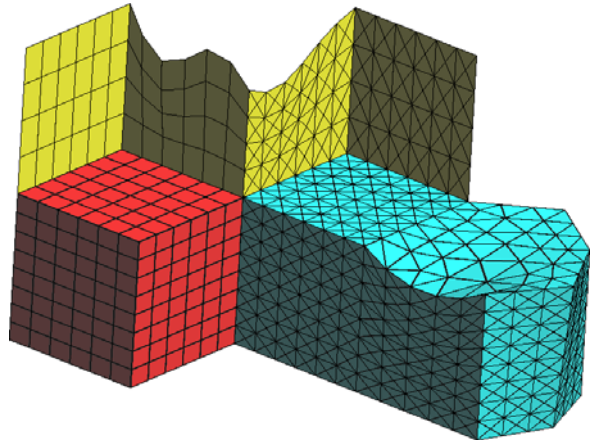

Figure 11. Semi-structured volume mesh of tetrahedra.
7. Another window appears in which to enter the maximum element size. Leave the default value unaltered and click **OK**. The result is the mesh shown in Figure 11.